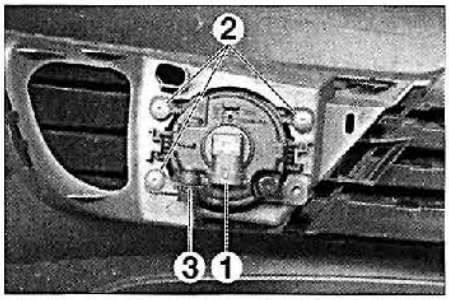

FIG. 10
• Sacar el conector (1) **(fig. 10).**
• Desmontar los tornillos (2).
• Proceder al reglaje del proyector antiniebla con la moleta (3) **(fig. 10).**